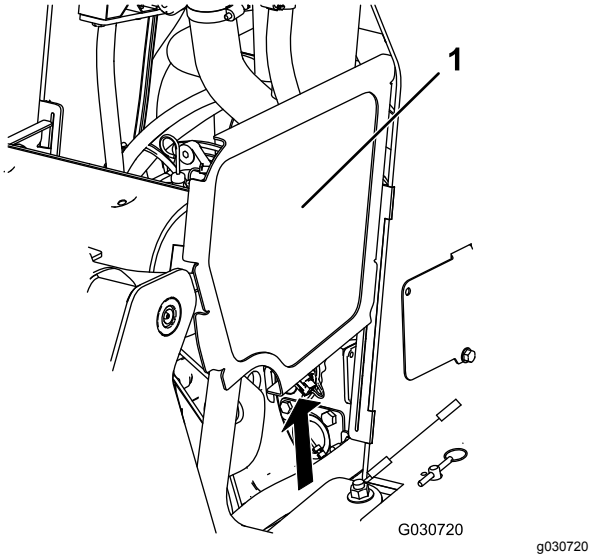

**Figuur 35**
2. Schuif de zijschermen (Figuur 35) omhoog en uit de sleuven in het voorscherm en het frame.